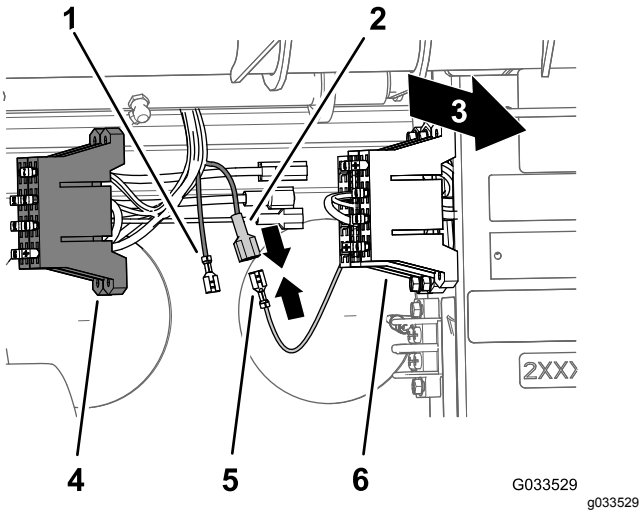

Figuur 25
van de gele stroomdraad voor opties van de zekeringhouder van de bedrading van de spuitmachine (Figuur 25).
3. Verbind de niet-geïsoleerde aansluiting van de zekeringhouder voor de machine met de geïsoleerde platte aansluiting van de zekeringhouder van de spuitmachine (Figuur 25).